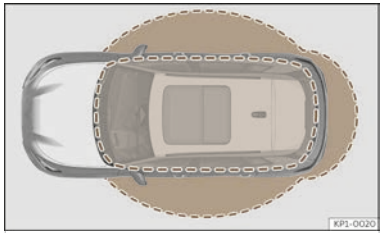

Fig. 74 Keyless Access: proximity zones.
- The vehicle unlocks when the vehicle key is detected in the vicinity ››› Fig. 74. All turn signals flash twice.